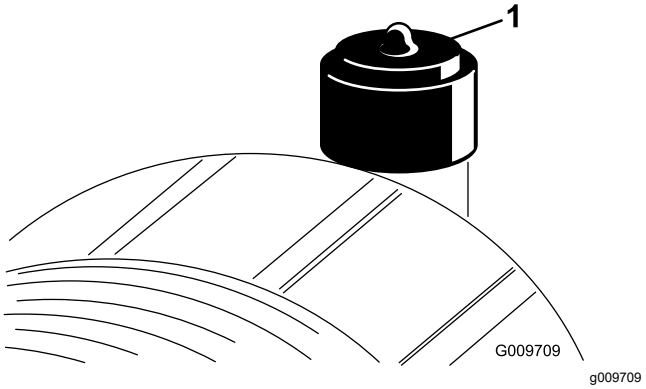

Figur 84
Overhal filteret på luftrenseren kun når indikatoren (Figur 84) tilsier det. Hvis du skifter filteret før det er nødvendig, øker det bare risikoen for at det kommer inn smuss i motoren når filteret er fjernet.
9. Tilbakestill indikatoren (Figur 84) hvis den viser rødt.